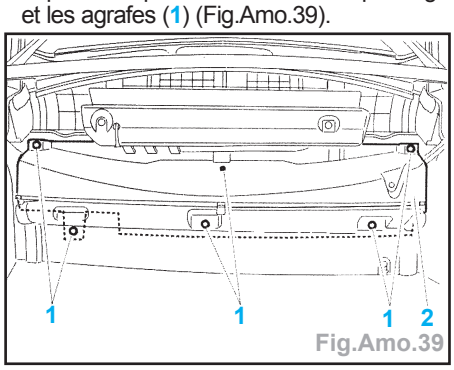

Fig.Amo.39
- Déposer la garniture sup. de boîtier électronique en déposant la boîte de dépannage et les agrafes (1) (Fig.Amo.39).